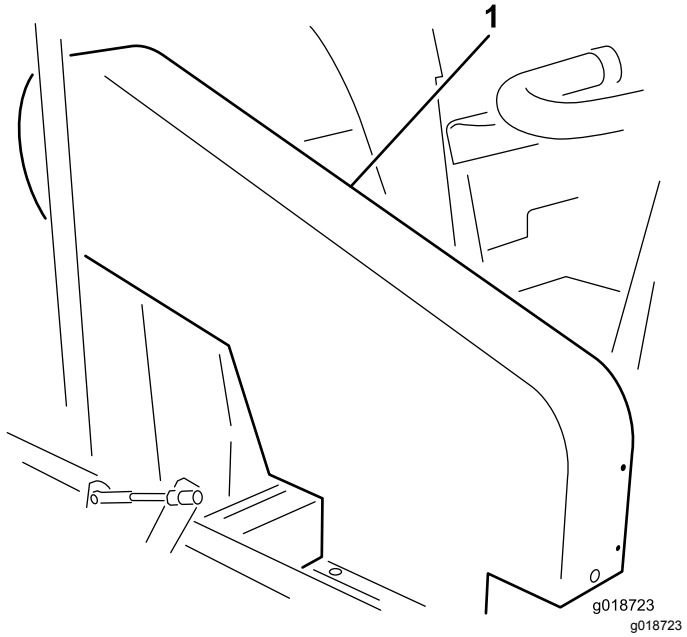

Figur 19
Obs: Du behöver inte ta bort det av övre remskyddet (Figur 19) för att kontrollera remspänningen. Om du vill ta bort remskyddet ska du ta bort de fyra skruvar, brickor och muttrar som fäster skyddet på ramen. Maskinen får endast köras om skydden sitter på plats.
Kontrollera spänningen genom att trycka ned remmen mittemellan impeller- och kopplingsskivorna med en kraft på 18–22 Nm. Remmen ska böjas ned 1,3 cm. Om nedböjningen inte är korrekt finns mer information i Justera impellerns drivrem (sida 23). Om nedböjningen är korrekt fortsätter du som normalt (Figur 19).
Kontrollera spänningen genom att trycka ned remmen mittemellan mellanaxel- och kopplingsskivorna med en kraft på 18–22 Nm. Remmen ska böjas ned 6 mm. Om nedböjningen inte är korrekt finns mer information i Justera mellanaxelns rem (sida 23). Om nedböjningen är korrekt fortsätter du som normalt (Figur 19).
1. Ta bort de fyra skruvar, brickor och muttrar som fäster den övre kåpan vid ramen (Figur 19).